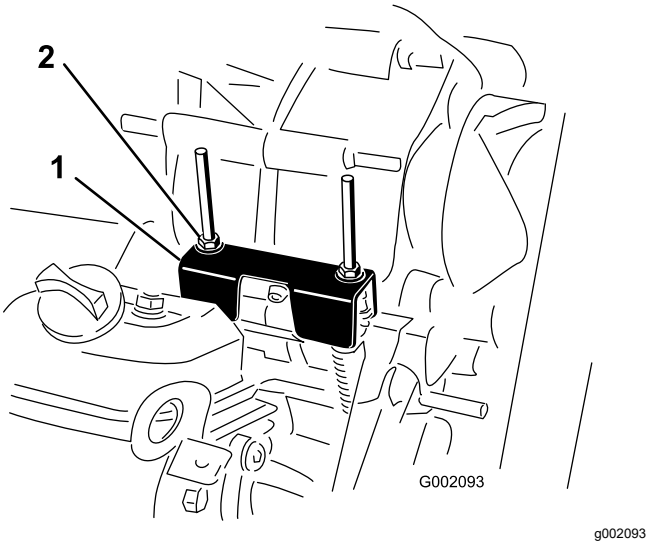

Figur 58
Vid rutinunderhåll och/eller motordiagnostik måste växeln läggas i NEUTRALLÄGET (Figur 58). Maskinens växelväljare har ett NEUTRALLÄGE som styr neutralläget i växellådan. Följande åtgärder bör vidtas för att försäkra att neutrallägesspaken driver växellådans neutralläge korrekt:
2. Kontrollera att neutrallägesfästet är i NEUTRALLÄGET (i höjd med kabelfästet som sitter under växelfästet) genom att vrida på drivkopplingen (Figur 58).
3. Vrid en av låsmuttrarna (Figur 58) för att få ett avstånd på 0,762 till 1,524 mm mellan nederkanten av muttern/brickan och neutrallägets fäste.